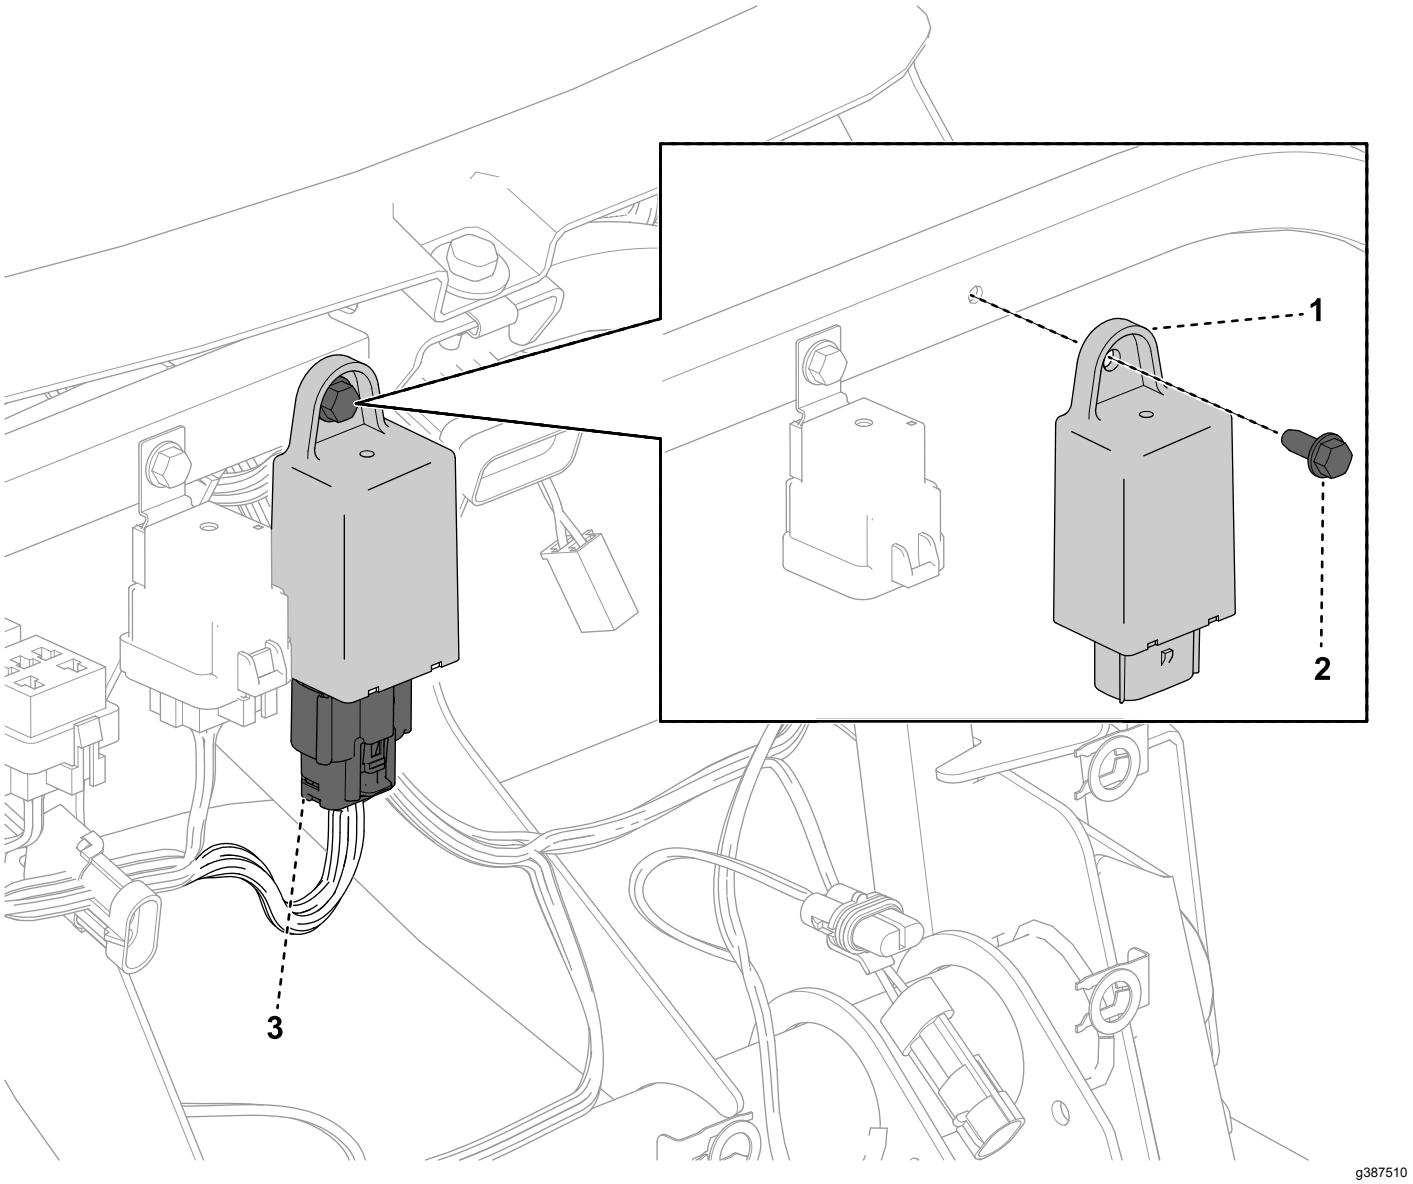

Figur 6
1. Ved støtterøret til maskinens dashbord (Figur 5) fester du blinklysreelet til støtterøret ved hjelp av sekskantbolten (Figur 6).
2. Finn maskinens ledningssatskontakt merket med SIGNAL MODULE (signalmodul), og koble kontakten til blinklysreleet (Figur 6).